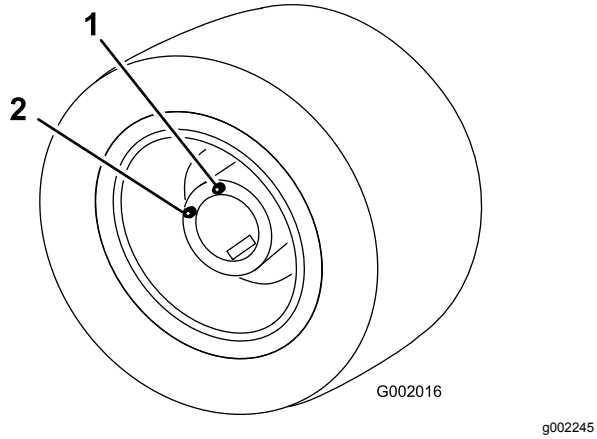

Figur 82
5. Flytt kjøretøyet sakte til hjulet er plassert for påfylling (Figur 82).